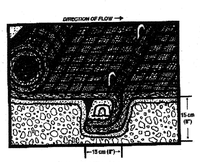

Figure 2: Intermittent Check Slot (Channels)
- Excavate intermittent check slots 15 cm (6") deep and 15 cm (6") wide across the channel at 9.1 m (30') intervals along the channel (Figure 2).
- Fold and secure at Pyramat rolls snugly into intermittent check slots. Lay Pyramat in the bottom and fold back against itself. Anchor through both layers of mat at 30 cm (1') intervals then backfill and compact soil (Figure 2). Continue rolling Pyramat upstream over the compacted slot to the next check slot or terminal anchor trench.